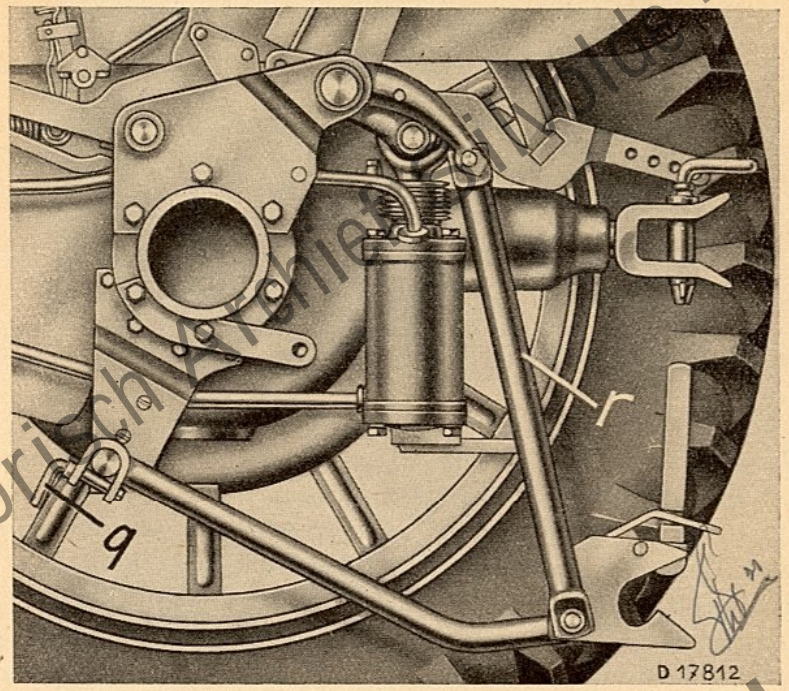

Bild 20
2. An Tragbock Steckbolzen q (Bild 20) entfernen, Lager an den unteren Holmen des Tragbockes über die Tragachse einhängen und mittels Steckbolzen q sichern.